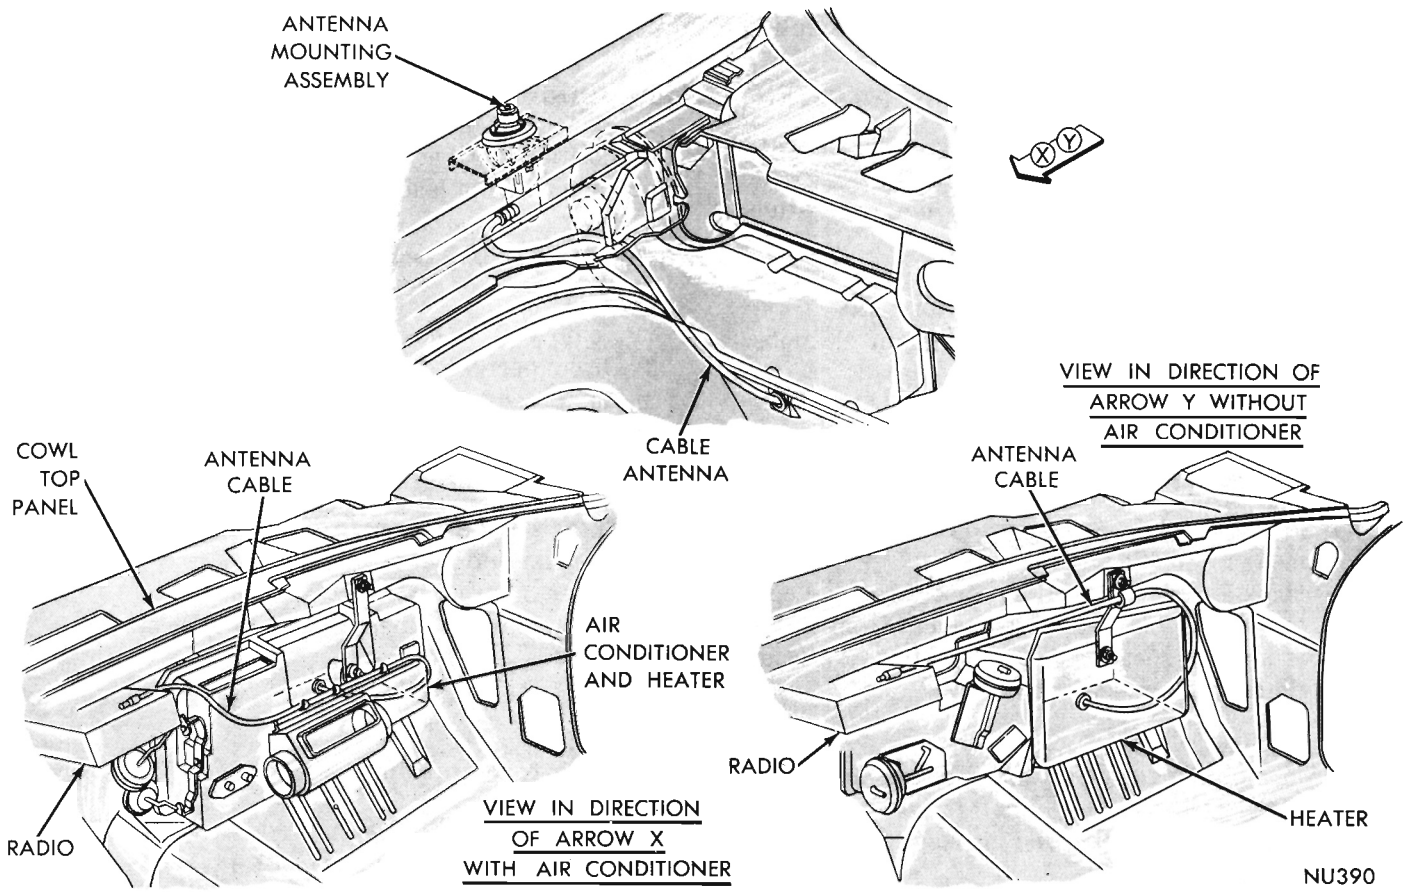
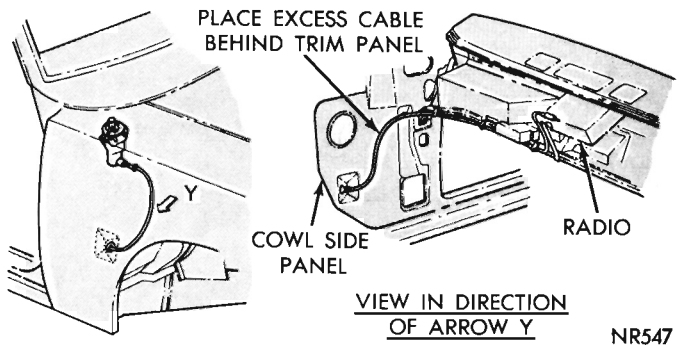

Fig. 9—Antenna Cable Routing—Fury and V.I.P.
Fig. 10—Antenna Cable Routing—All Except Fury and V.I.P.
(4) Install antenna mast into antenna body until sleeve bottoms on antenna body.
(5) Reroute antenna lead as shown in Figure 9 on Fury and V.I.P. models. On Valiant, Barracuda, Belvedere and Satellite models, antenna lead is routed through cowl side panel and over top of glove box to radio receiver (Fig. 10).